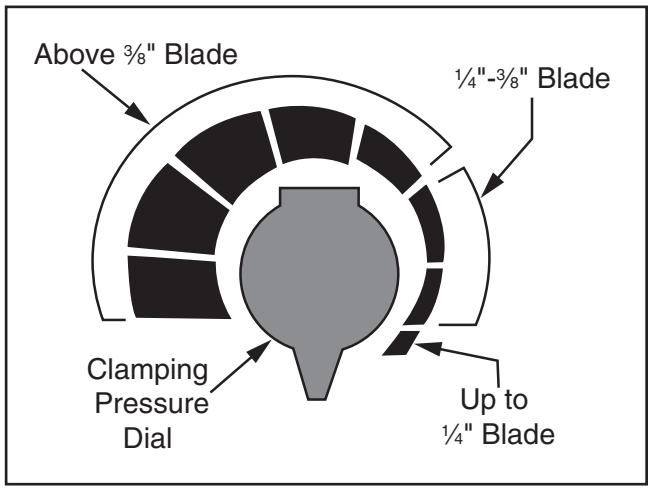

Figure 11. Blade clamping pressure settings.
6. Use the illustration in **Figure 11** to set the correct clamping pressure setting for the width of the blade.